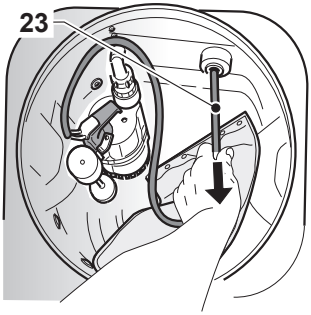

Fig. 15
- De l'intérieur du réservoir, tirer sur le câble (23 Fig. 15) jusqu'à mettre la fiche d'alimentation de la pompe d'évacuation dans son siège (24 Fig. 15).